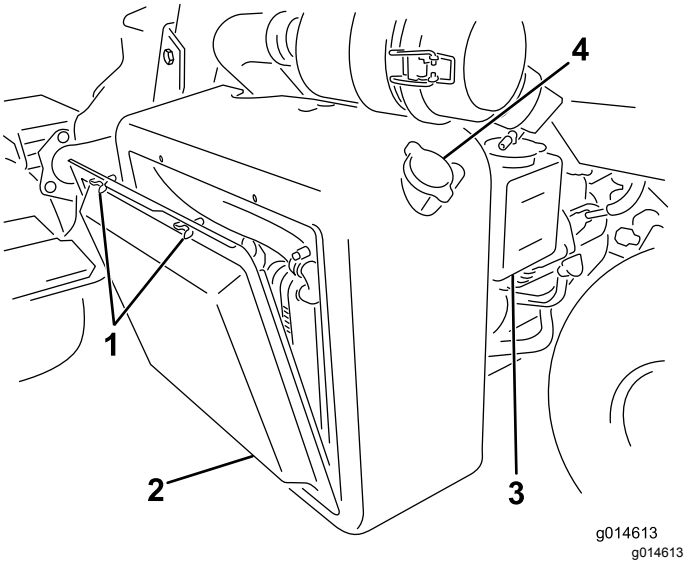

Rysunek 43
1. Zdejmij osłonę chłodnicy (Rysunek 43).
2. Sprawdź poziom płynu chłodzącego (Rysunek 43 oraz Rysunek 44).